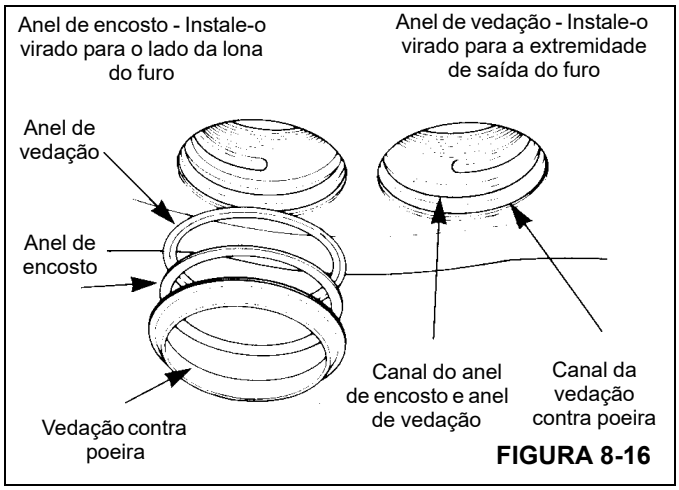

FIGURA 8-16
3. Instale uma nova vedação contra poeira no canal superior do furo (Figura 8-16).